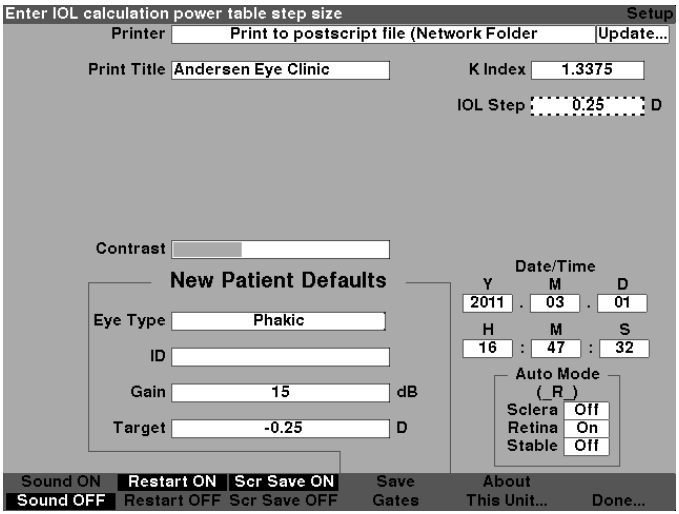

Figure 5-61 Adjusting the IOL Step
3. Rotate the knob to select one of the pre-entered step values, or manually enter the new value. The IOL power step is adjustable in increments of 0.05 D from 0.05 - 5.00 D as shown in figure 5-61.